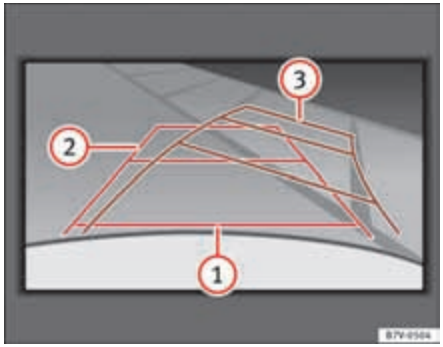

Fig. 156 Display: orientation lines for the parking space behind the vehicle.
Meaning of orientation lines displayed on the screen ⇒ fig. 156. All of the lengths of the orientation lines use a vehicle located on a horizontal surface as reference.
- Reverse slowly and turn the steering wheel so that the yellow orientation lines guide you towards the space ⇒ fig. 156 (3).